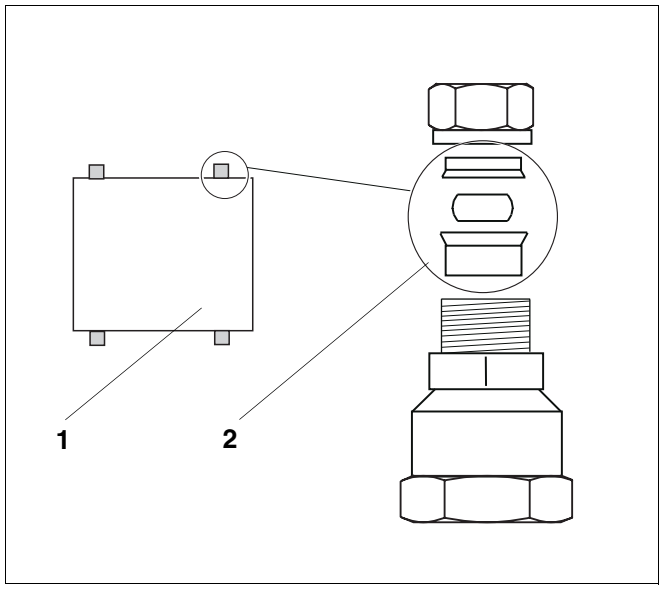

*Afb. 2 Verwijder de klemringen*
- Vervang de klemringen, zoals aangegeven op de tekening, door de klemringenset 18 mm × 15 mm (afb. 2, **pos. 2**).